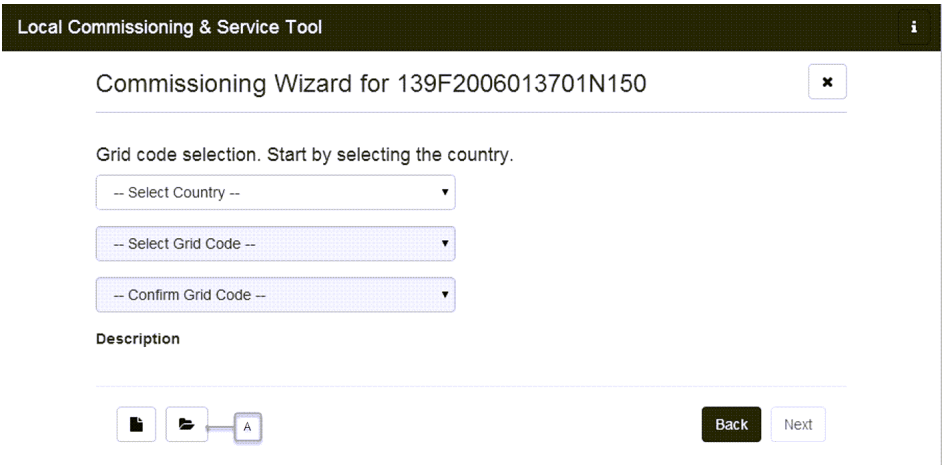

Abbildung 15: LCS-Tool - Land und Grid-Code auswählen
9. Um einen kundenspezifischen Länderdatensatz (JSON-Datei) zu laden, unter Grid code selection das Öffnen-Symbol wählen (Öffnen-Symbol: Schaltfläche (A) in Abbildung15).